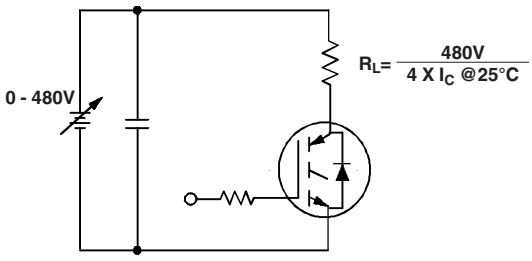

Figure 20. Pulsed Collector Current Test Circuit
① Repetitive rating: V_{GE}=20V; pulse width limited by maximum junction temperature (figure 20)